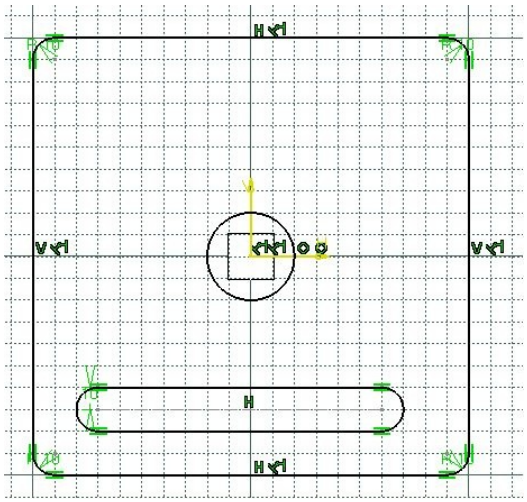

Figure 3-47 *The sketch after drawing the elongated hole*
6. Move the cursor vertically upward and click to specify a point on the elongated hole at the location where the radius value is displayed as **10** in the **Radius** edit box. Figure 3-47 shows the sketch after drawing the elongated hole.